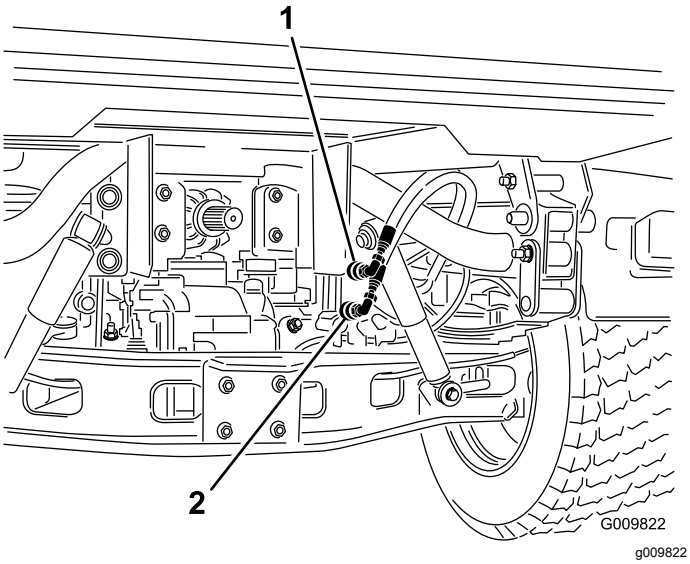

Figuur 75
2. Maak de 2 slangen met snelkoppelingen op beide machines los van de slangen die zijn bevestigd aan de beugel van de koppeling (Figuur 75).